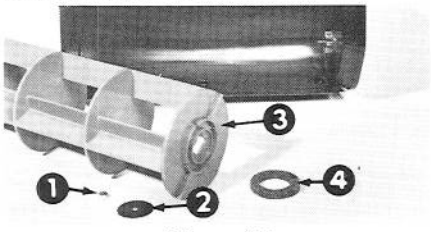

Figure 15
3. Enlevez le rotor et la rondelle en feutre (Figure 15).